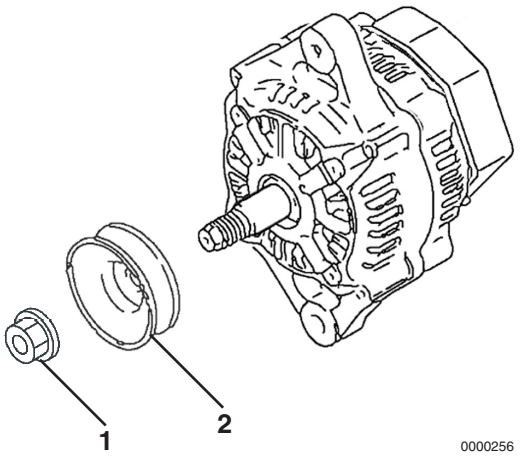

Figure 11-18
11. Reassemble the pulley **(Figure 11-18, (2))** and nut **(Figure 11-18, (1))** to the shaft of the rotor assembly. Tighten the nut.